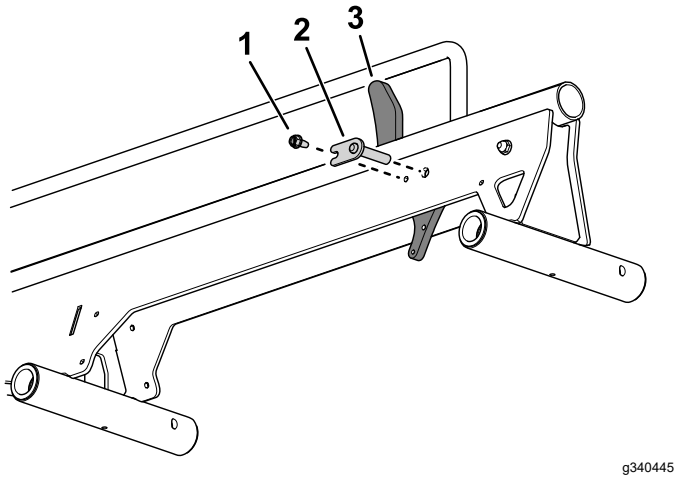

Figuur 2
2. Gebruik een pen en zeskantschroef om de wielaanslag te monteren op de rail (Figuur 2)